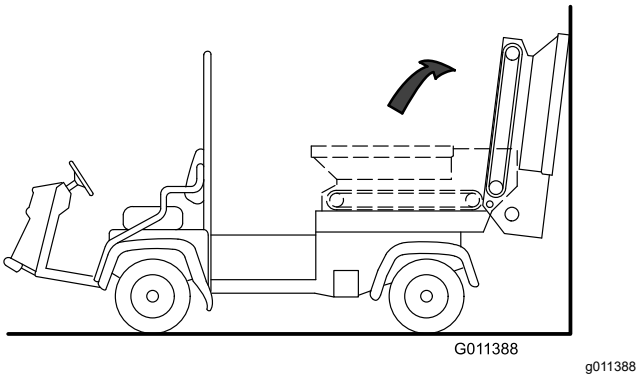

**Figuur 32**
3. Kantel de hopper naar achteren en laat hem rusten tegen een muur, paal, ladder, enz. (Figuur 32).
**Zorg ervoor dat de hopper voorbij het midden gekanteld is en/of vastgemaakt aan een wand of paal om te voorkomen dat de hopper per ongeluk op het werkgebied valt (Figuur 32).**
3. Draai de hopper voorzichtig naar beneden op de glijframerails; zie Figuur 32 van De glijband demonteren (bladz. 24).